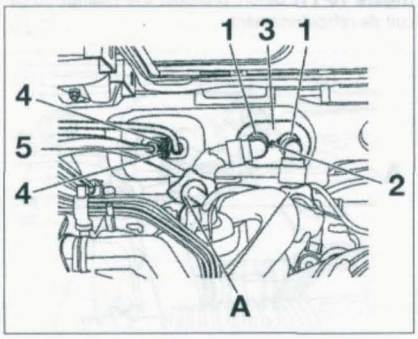

FIGURE 10-3
• À l'aide de pince durit, pincer les durits en «A» **(figure 10-3)**.
• Décliper les durits (1) **(figure 10-3)**.
• Déposer la vis de fixation (2) **(figure 10-3)**.
• Retirer la plaque support (3) **(figure 10-3)**.
• Dévisser les écrous de fixation (4) **(figure 10-3)**.
• Déposer les tuyaux (5) et les obturer **(figure 10-3)**.